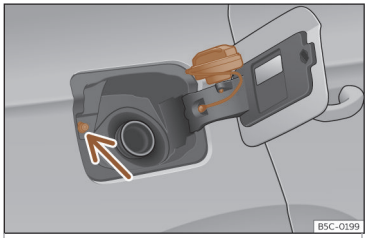

Abb. 202 Tankklappe mit aufgesteckter Tankverschluss.
Nicht den Taster für Tankdeckelverriegelung ››› **Abb. 202** (Pfeil) berühren. Das System interpretiert ansonsten, dass der Tankvorgang beendet ist und ein weiteres Betanken ist nicht mehr möglich. Um weiter tanken zu können, drücken Sie erneut den Taster ⛽ in der Fahrertür.
- Platzieren Sie den Verschluss in der Aussparung, die sich im Scharnier der geöffneten Tankklappe befindet››› **Abb. 202** .